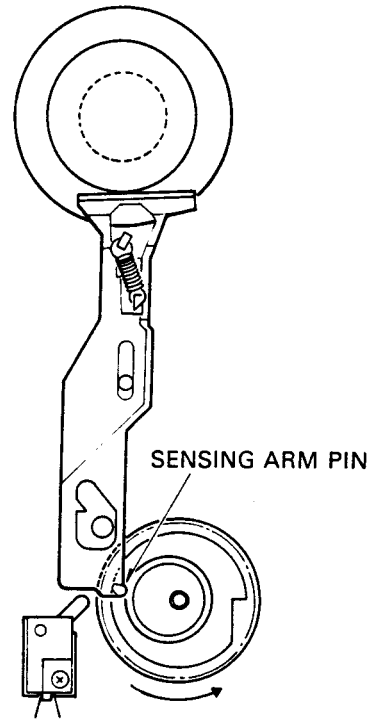
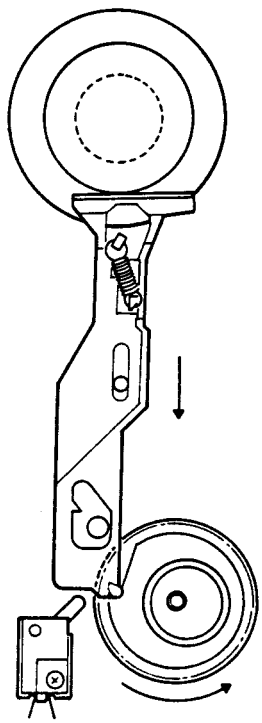
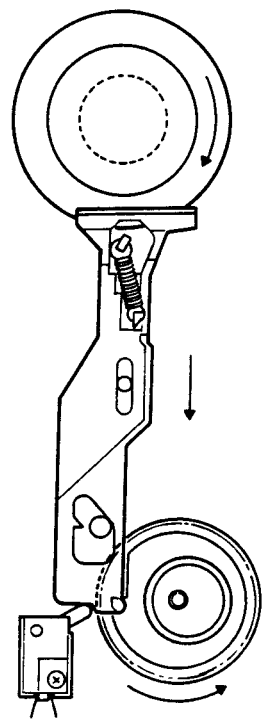

Fig. 11
Fig. 12
Fig. 13
(2) the torque limiter bush stops rotation at ATSC or tape end, and a pin of sensing arm is pushed toward the outermost side by the sensing cam gear. Frictional force between the felt and bush helps the sensing arm holding its position. (Fig. 11)
(3) When the sensing cam gear is turned further, with the sensing arm held in a state shown in Fig. 11, the sensing arm pin is caught by a hook of the cam gear. (Fig. 12)
(4) The sensing cam gear turns further from the state shown in Fig. 12, and the sensing arm moves to turn ON the sensing switch. (Fig. 13)